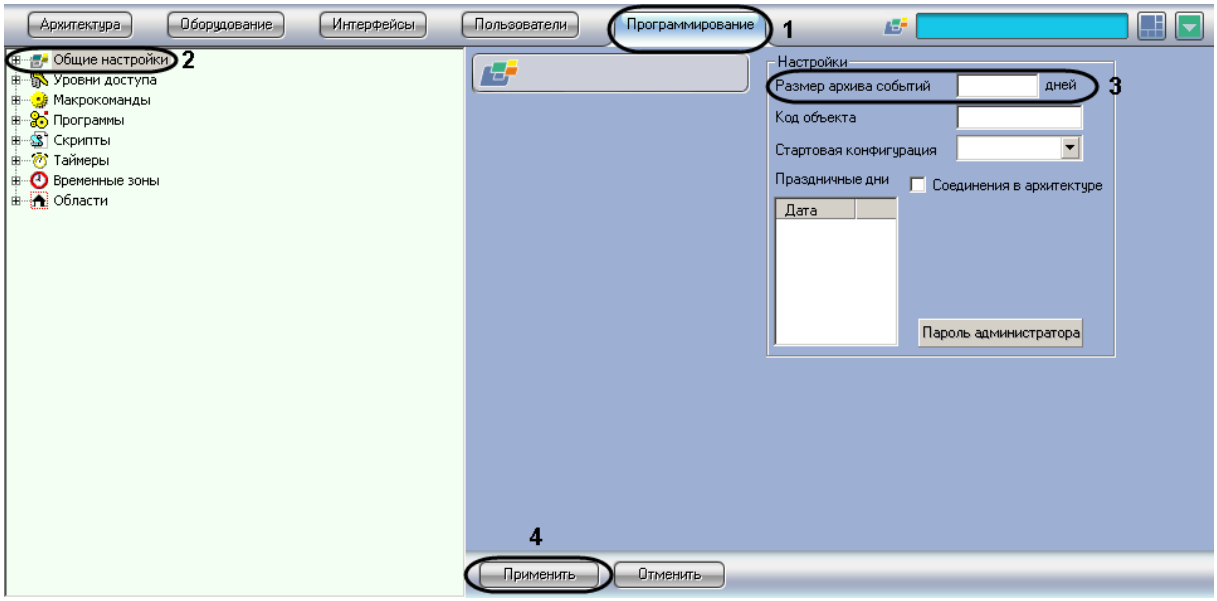

Рис. 5.7—1 Настройка срока хранения журнала событий
1. Перейти на вкладку **Программирование** диалогового окна **Настройка системы** (Рис. 5.7—1, 1).
2. Перейти на панель настройки объекта **Общие настройки** (см. Рис. 5.7—1, 2).
3. Ввести срок хранения журнала событий в базе данных в поле **Размер архива событий** (см. Рис. 5.7—1, 3).
4. Для сохранения настроек нажать на кнопку **Применить** (см. Рис. 5.7—1, 4).